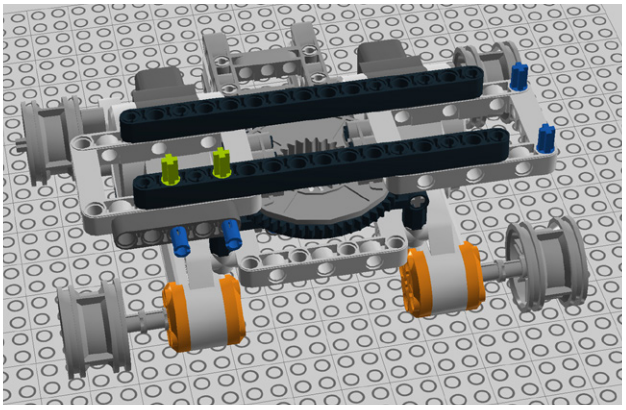

Figure 7-55. *Step 48: Adding cross connectors*
48. Insert two cross connectors as shown in Figure 7-55.